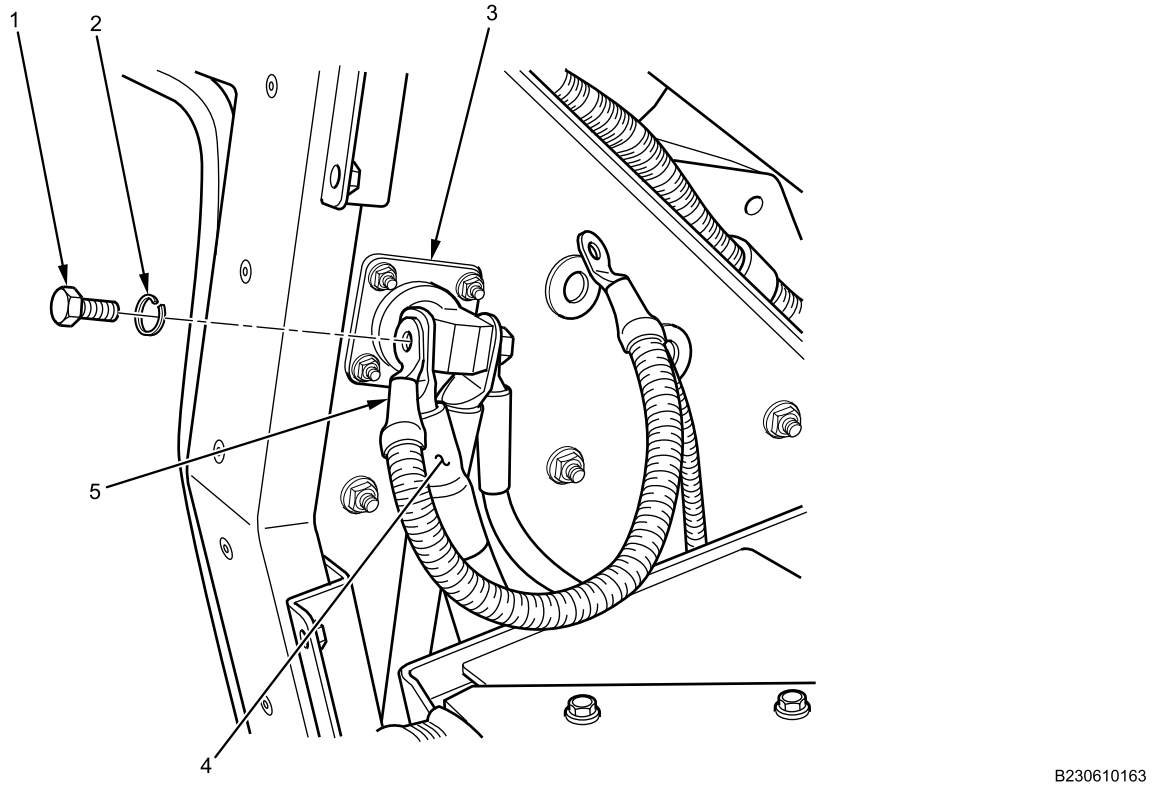

Figure 9. NATO Jump Start.
15. Remove bolt (Figure 9, Item 1), lockwasher (Figure 9, Item 2), and two cables (Figure 9, Item 4 and 5) from NATO jump start connector (Figure 9, Item 3) positive side. Discard lockwasher.